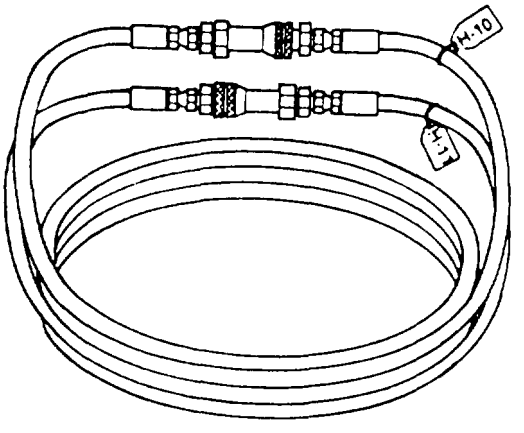

Figure 5-14. Extension Hoses
d. Roll up hoses H- 10 and H- 11 and connect ends together (Figure 5-14). Return them to tool box.